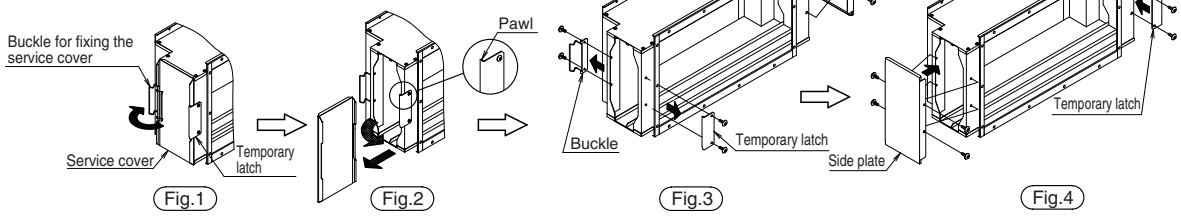

Fig.1 Fig.2 Fig.3 Fig.4
1. Detach the buckle for fixing the service cover. (Fig.1)